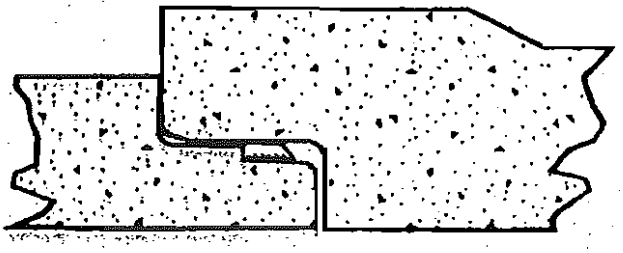

Fig. 4
4. Center the spigot in the bell and push the pipe section home. (Fig. 4)